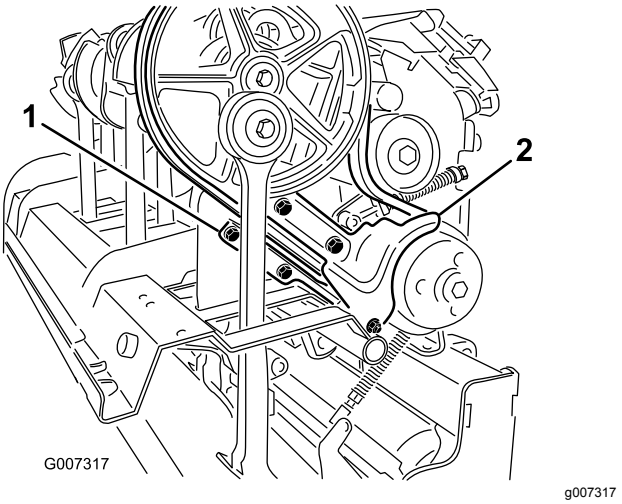

Figur 37
3. Fjern festene som fester smusskyddet og det nedre remskyddet (Figur 37). Fjern smusskyddet og den nedre remskyddet.